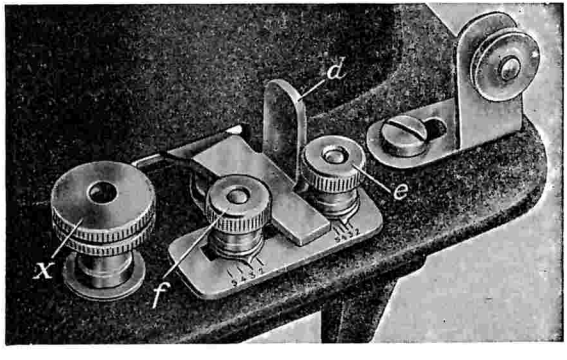

Abb. 30
3. **Einstellung des Führungsdornes** in der Stichplatte nach Abb. 30 derart durch Griff d, daß die rechtsstehende Nadel gerade noch über den Stoffrand in den Ausschnitt des Führungsdornes einsticht. Nun rückt man